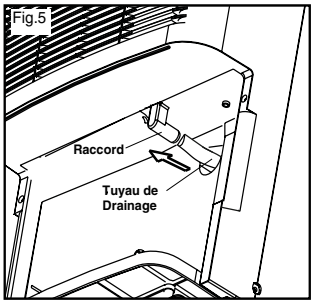

Fig.5
3. Enfoncer fermement sur le raccord, jusqu'à la position de butée. (Fig. 5) Note : la friction assure la rétention du tuyau au niveau de cette connexion; veiller à ce que le tuyau soit complètement enfoncé sur le raccord de drainage.